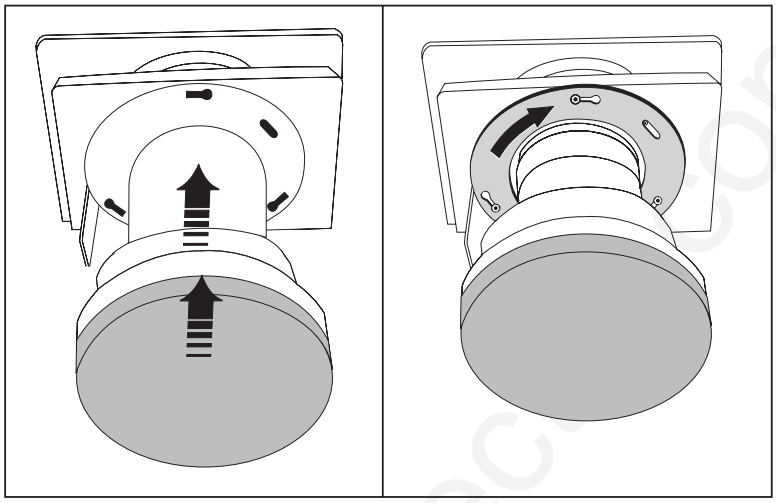

Figure 4.14. Insert Lens and Rotate ***(FIXED LENS SHOWN)***
- **INSERT LENS:** The 3 slots on the lens flange align with the 3 lens mount screws—insert the lens so that screw heads slip through the *large* ends of the flange holes. See Figure 4.14.
- **ROTATE LENS:** Rotate the lens barrel clockwise until the screw heads lock into the *small* ends of the lens assembly slots. See Figure 4.14.